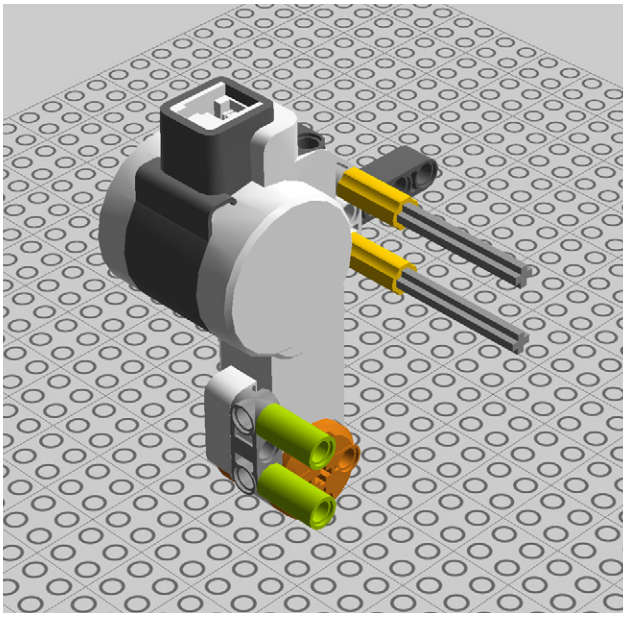

Figure 1-17. *Step 13: Adding a couple of tubes*
13. Then, add a couple of tubes as shown in Figure 1-17.